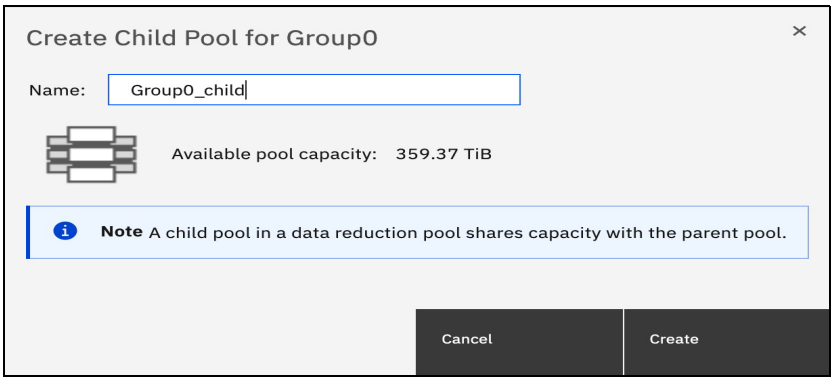

Figure 4-10 Create Child Pool window
e. Click **Create** (see Figure 4-10).